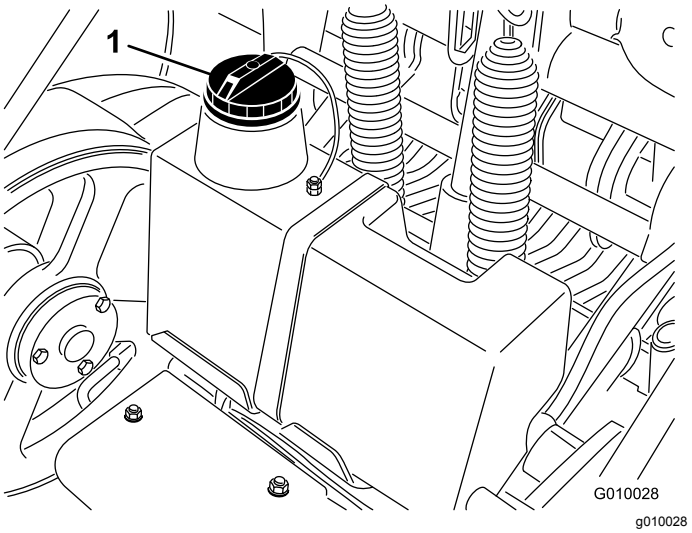

Figur 19
3. Rengør området omkring påfyldningshalsen og hydrauliktankens dæksel (Figur 19). Fjern dækslet fra påfyldningsstudsen.